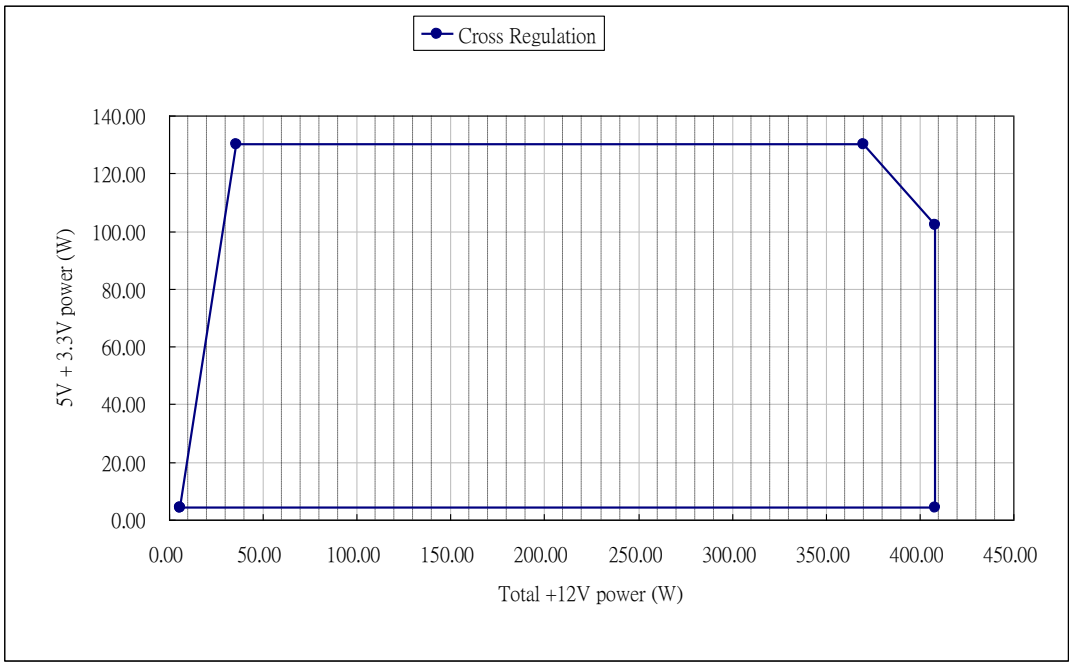

Figure 1
6. +3.3V, +5V and +12V DC output voltage should be within Figure 1 cross loading range to meet regulation.
7. Ripple and Noise measuring with an oscilloscope with 20 MHz bandwidth in Figure 1 cross loading range. Output should be bypassed at the connector with a 0.1uF ceramic disk capacitor and a 10uF electrolytic capacitor to simulate system load. The length of ground wire on probe should not longer than 40mm, if a Non - differential type of scope was used.
The +5V & +3.3V combined load and +12VDC load shall remain within the defined in section 2.0 over cross load combinations shown Figure 1: